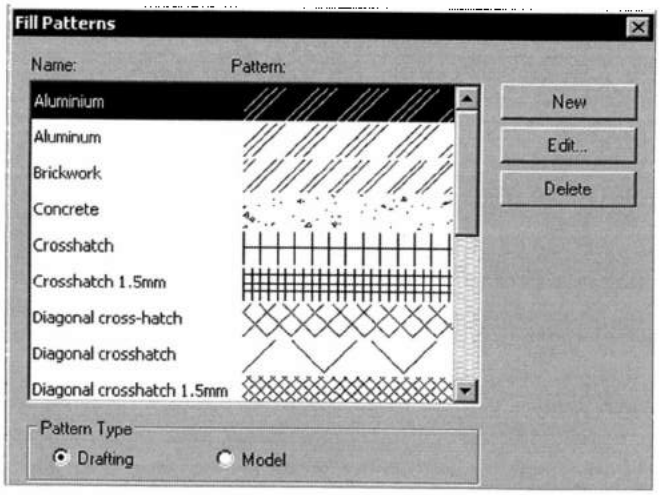

Рис. 3.3. *Настройка образцов штриховки*
1. На ленте **Manage** (Управление) в разделе **Project Settings** (Настройки проекта) открыть из меню **Settings** командой **Fill Patterns** (Образцы штриховки) одноименный бокс (рис. 3.3).